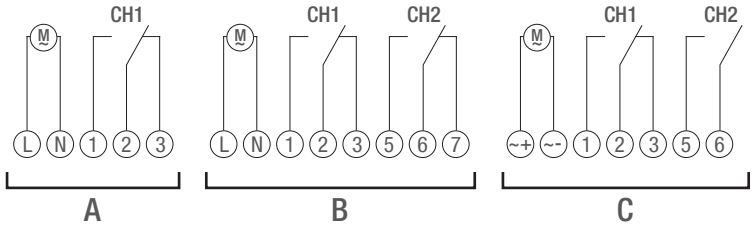

Fig. 5: Schema elettrico
3. Connettere l'interruttore orario conformemente allo schema elettrico (Fig. 5/A), (Fig. 5/B) oppure (Fig. 5/C).